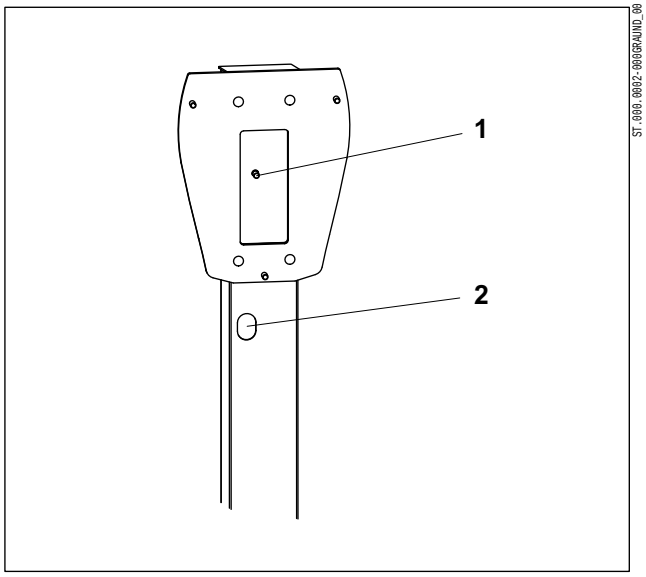

Abb. 6 Erdungspunkt der Stele
7. Befestigen Sie die zweite Durchführungstülle (Beipack) an der Kabelausführungsöffnung (Abb. 6/2).
9. Schließen Sie den Schutzpotenzialausgleich am Erdungsbolzen (Abb. 6/1) der Stele an.